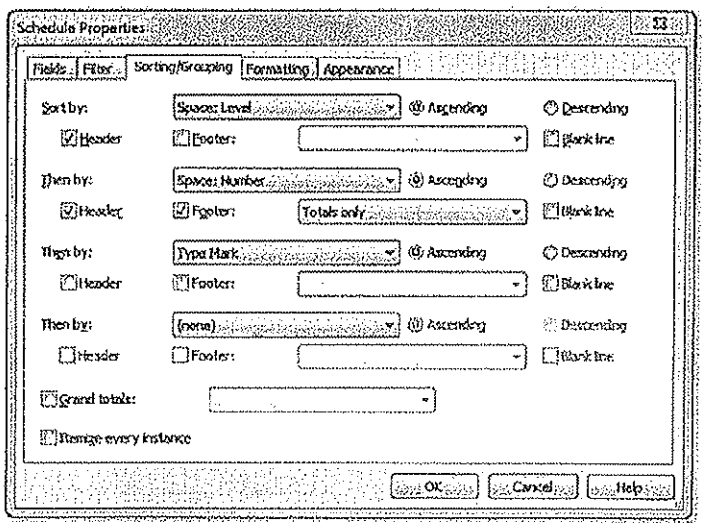

Figure 14–62
11. Click OK. The schedule displays as shown in part in Figure 14–63.